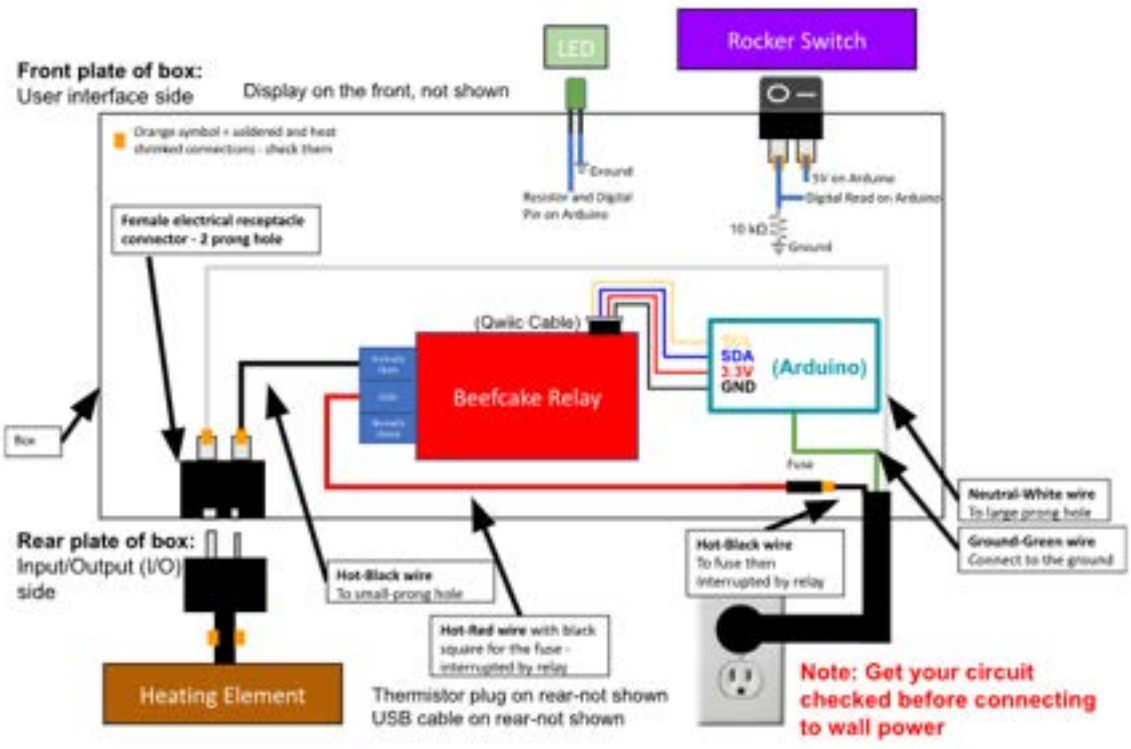

Figure 15. Connections between the Beefcake Relay, wall power, Rocker switch and Arduino.
2. Connect the Hot (**black/brown**) wire from the wall power receptacle cable to the fuse wire as shown in Figure 15. Make sure this wire is properly soldered and heat shrinked with the fuse wire. Connect the fuse wire to the Com terminal of the Beefcake Relay (Figure 15).
7. Make the connection for the Heating Element and the male connector as shown in Figure 15. Make sure that the terminal is soldered and properly heat shrinked.